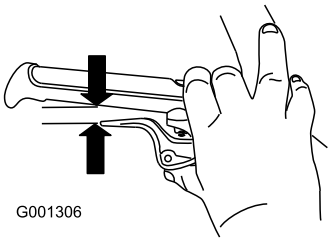

Figur 32
1. Klem spaken helt inn, kontroller deretter mellomrommet mellom bunnen av håndtaket og enden på hjulclutchspaken (Figur 32).
2. Gjenta trinnene for den andre kabelen (Figur 32).